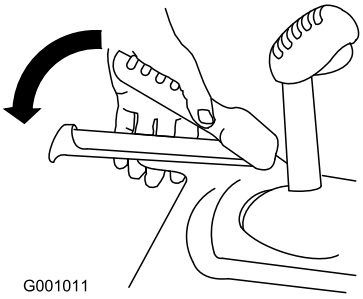

Figur 33
1. For å aktivere trekkdrivet, klem den venstre trekkfunksjonsspaken til håndtaket (Figur 33).